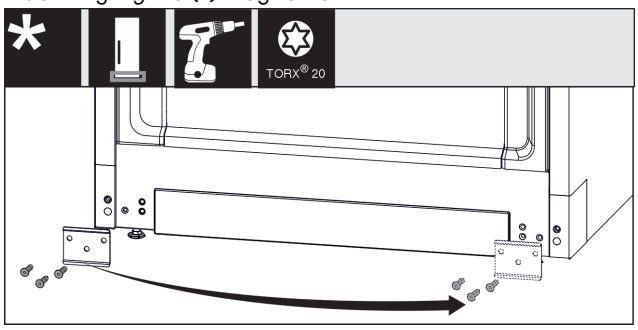

*Fig. 21*
- ▶ Plaat *Fig. 21 (1)* losschroeven, op de andere zijde plaatsen en weer vastschroeven.